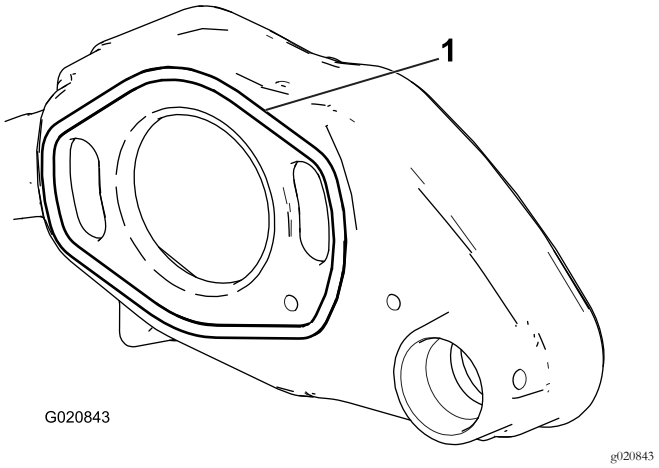

**Figur 5**
1. Montera den nya o-ringen på baksidan av trimsatshuset och smörj lätt de synliga ytorna på o-ringen med syntetiskt smörjmedel (Figur 5).